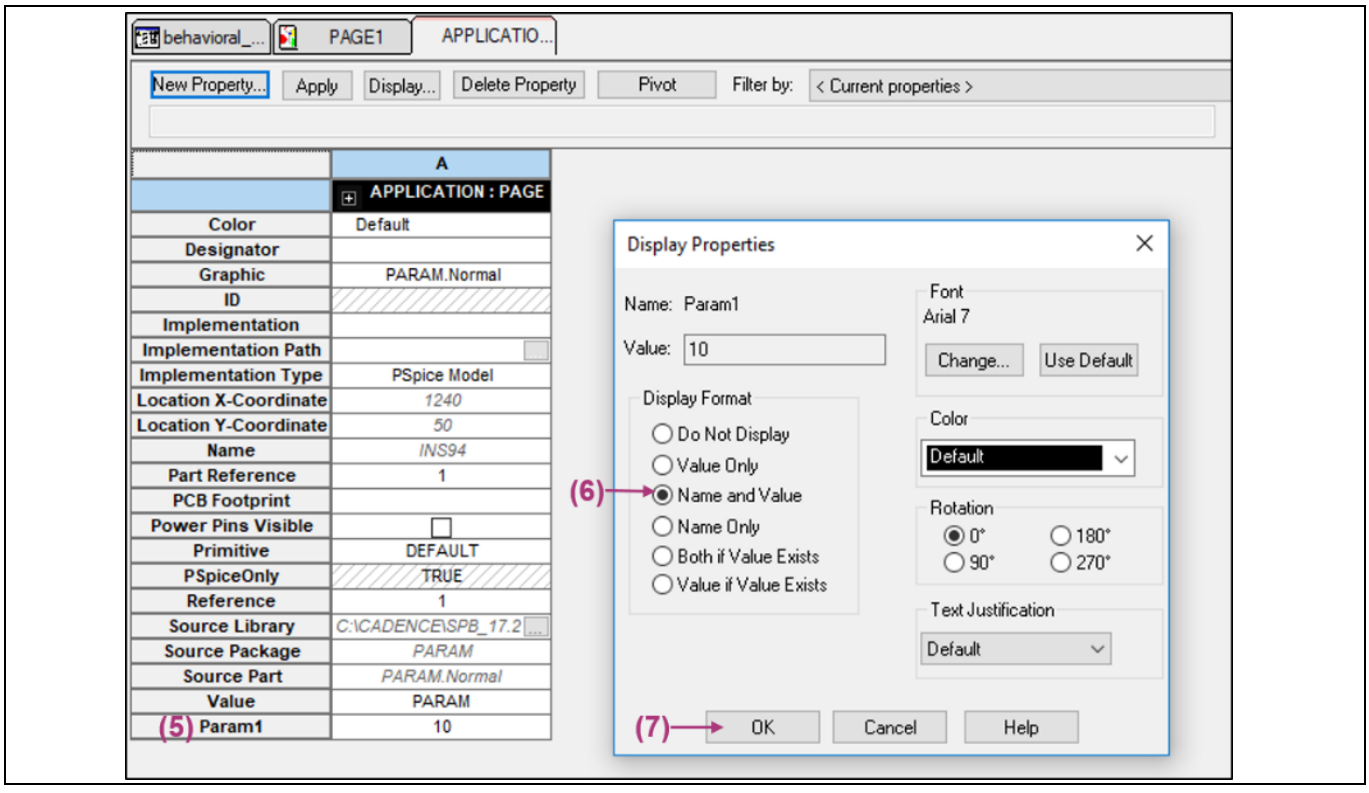

Figure 13 Display a global parameter
- Right-click on **Param1** and, as illustrated in **Figure 13** choose the **Display option** (5). Select **Name and Value** (6) and click **OK** (7). This will result in showing the recently created global parameter on the test bench